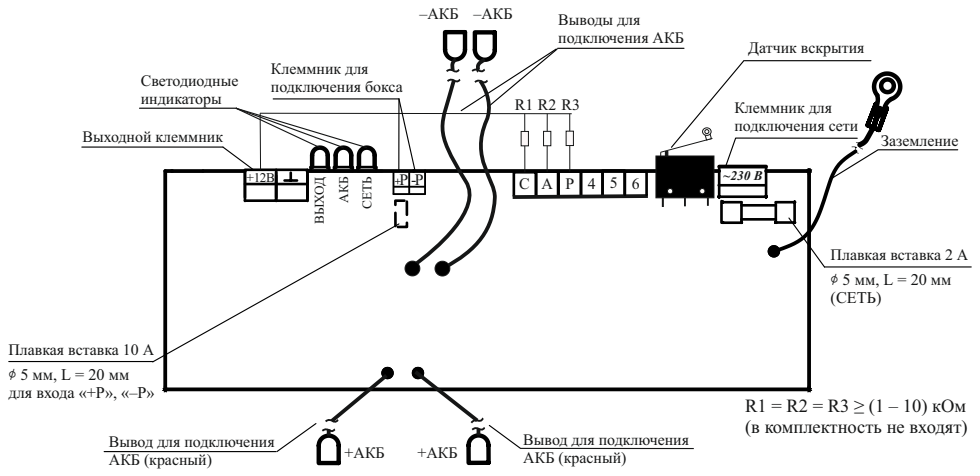

Рисунок 1
При закрытии крышки источника питания срабатывает концевой выключатель, который производит изменение состояния на клеммах «4», «5» и «6» (рисунок 1). При нажатии рычага концевого выключателя контакты «4» и «5» замкнуты, а «4» и «6» разомкнуты. При открытой крышке контакты «4» и «5» разомкнуты, а «4» и «6» замкнуты.
6.4 Для подключения источника следует использовать провода с сечением, указанным в 2.15. Подключение источника (рисунок 1) производить в следующей последовательности: